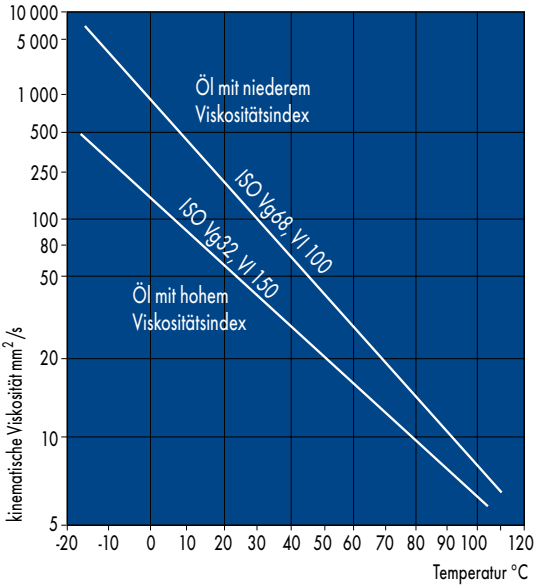

Abb. 21 Viskositäts-Temperatur-Verhalten verschiedener Hydrauliköle
Die Viskosität der Hydrauliköle ist abhängig von Druck und Temperatur. Ab einem Druck von etwa 20 MPa (200 bar) vergrößert sich die Viskosität deutlich. Abhängig von der Nennviskosität und der Temperatur verdoppelt sich die Viskosität bei etwa 40 MPa (400 bar). Mit steigender Temperatur nimmt die Viskosität der Öle sehr schnell ab. Kennwert für dieses Viskositäts-Temperaturverhalten ist der Viskositätsindex (VI). Je höher der Viskositätsindex eines Hydrauliköls ist, um so geringer ist die Abhängigkeit der Viskosität von der Temperatur (→ Abb. 21).